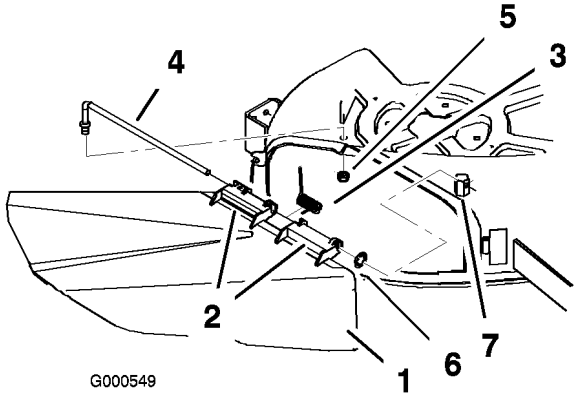

Figure 49
1. Repérez les éléments illustrés dans la Figure 49.
2. Retirez l'écrou (3/8 pouce) de la tige, sous le plateau de coupe (Figure 49).
3. Sortez la tige de la courte cheville de positionnement, de la rondelle-frein intérieure, du ressort et du déflecteur d'herbe (Figure 49). Enlevez le déflecteur s'il est endommagé ou usé.
4. Reposez le déflecteur d'herbe et la rondelle-frein intérieure (Figure 49).
6. Placez le ressort sur la tige, les fils d'extrémité dirigés vers le bas, entre les supports du déflecteur d'herbe. Insérez la tige dans le deuxième support du déflecteur d'herbe et la rondelle-frein intérieure (Figure 49).
7. Insérez la tige à l'avant du déflecteur dans la courte cheville de positionnement sur le plateau. Fixez l'extrémité arrière de la tige dans le plateau de coupe à l'aide d'un écrou (3/8 pouce) (Figure 49).